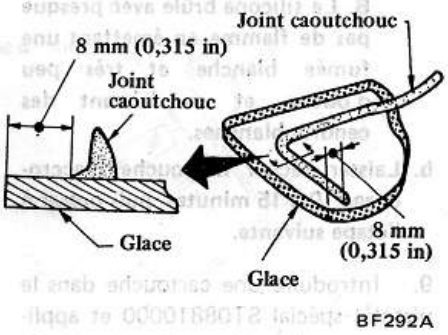

Fig. BF-58 Mise en place du joint caoutchouc
7. Mettre en place le joint caoutchouc sur la face intérieure du pare-brise à une distance de 8 mm (0,31 in) du bord, et couper l'excédent aux extrémités. Voir Figure BF-58.